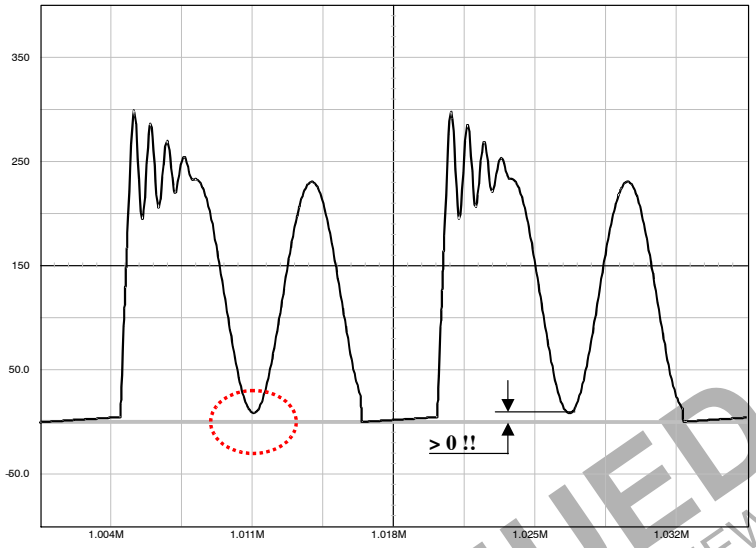

**Figure 28. The Drain−Source Wave Shall Always be Positive . . .**
1. In any case, the lateral MOSFET body−diode shall never be forward biased, either during startup (because of a large leakage inductance) or in normal operation as shown by Figure 28.